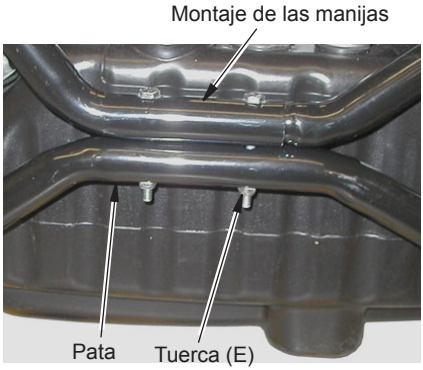

Figura 11 - Montaje de las manijas y las patas
15. Ensamble la cornamusa del cable de extensión en cada manija trasera (consulte la figura 11).
16. Inserte los mangos en las manijas (consulte la figura 11).